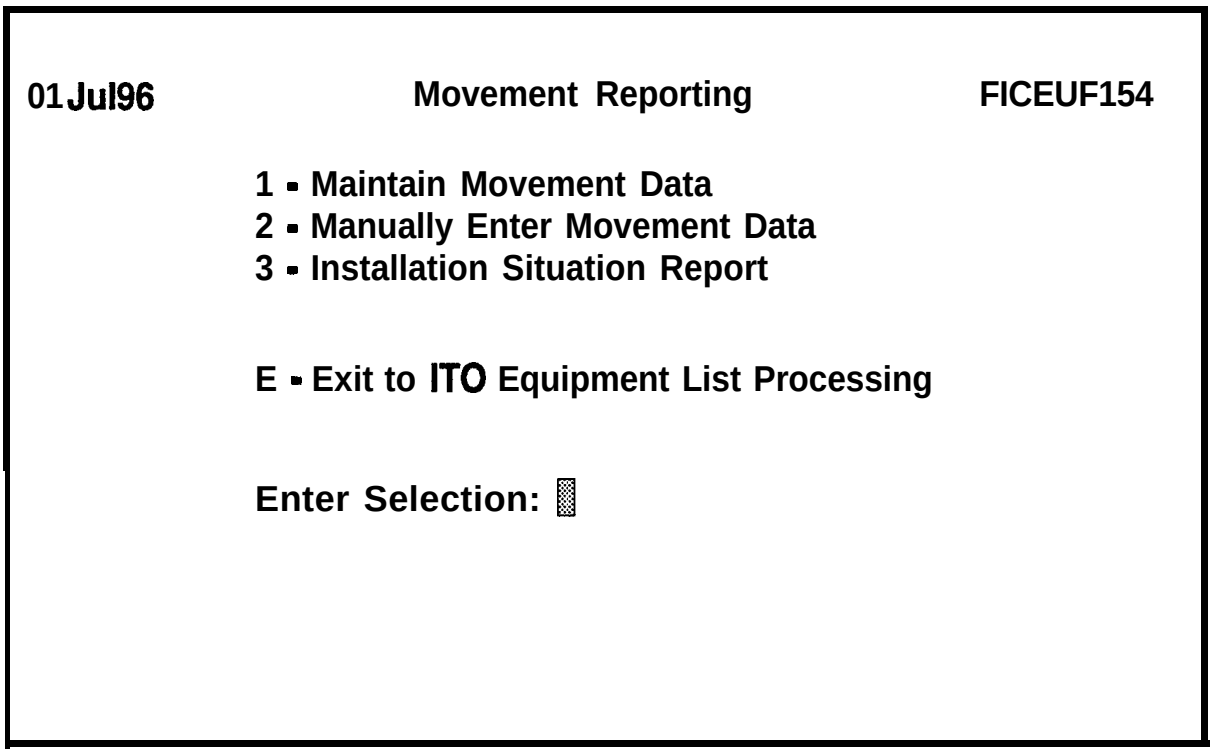

Figure 6-36. Deployment Reporting Menu
b. Select **Movement Reporting** from the IT0 Equipment List Processing menu. The Movement Reporting menu will be displayed as shown in Figure 6-36.
b. Select **Movement Reporting** from the ITO Equipment List Processing menu. The Movement Reporting menu will be displayed as shown in Figure 6-36 (page 6-92).